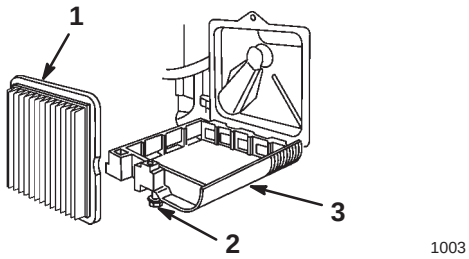

Figure 16
3. Loosen the screw that secures the air cleaner cover (Fig. 16).
4. Tilt the cover down and clean it thoroughly (Fig. 16).
5. Remove the paper air filter and discard it (Fig. 16).
6. Insert a new paper air filter (Fig. 16).